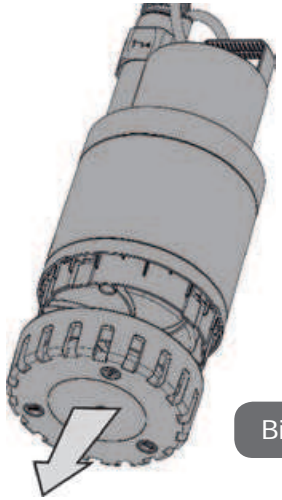

Bild 11
- Das Ansauggitter ausbauen (Abb.11)
• Den unteren Teil herausnehmen (Abb.11).